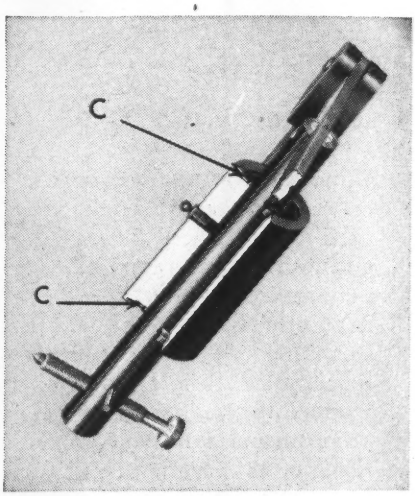

Figure 4
The section (Fig. 4) is of a wheel dressing attachment. Here shaft action is reciprocative and extreme abrasive conditions are present since the assembly is continually exposed to fine abrasive dust from the grinding wheel. Two sturdy National Syntech 340,000 series (Fig. 3) are installed here. The seals are mounted with lips facing outward (C) and serve as dust excluders. Effectiveness of the seals is attested by the fact that with hundreds of grinders in operation, no replacement has yet been required due to scored shaft surfaces or abrasive leakage.